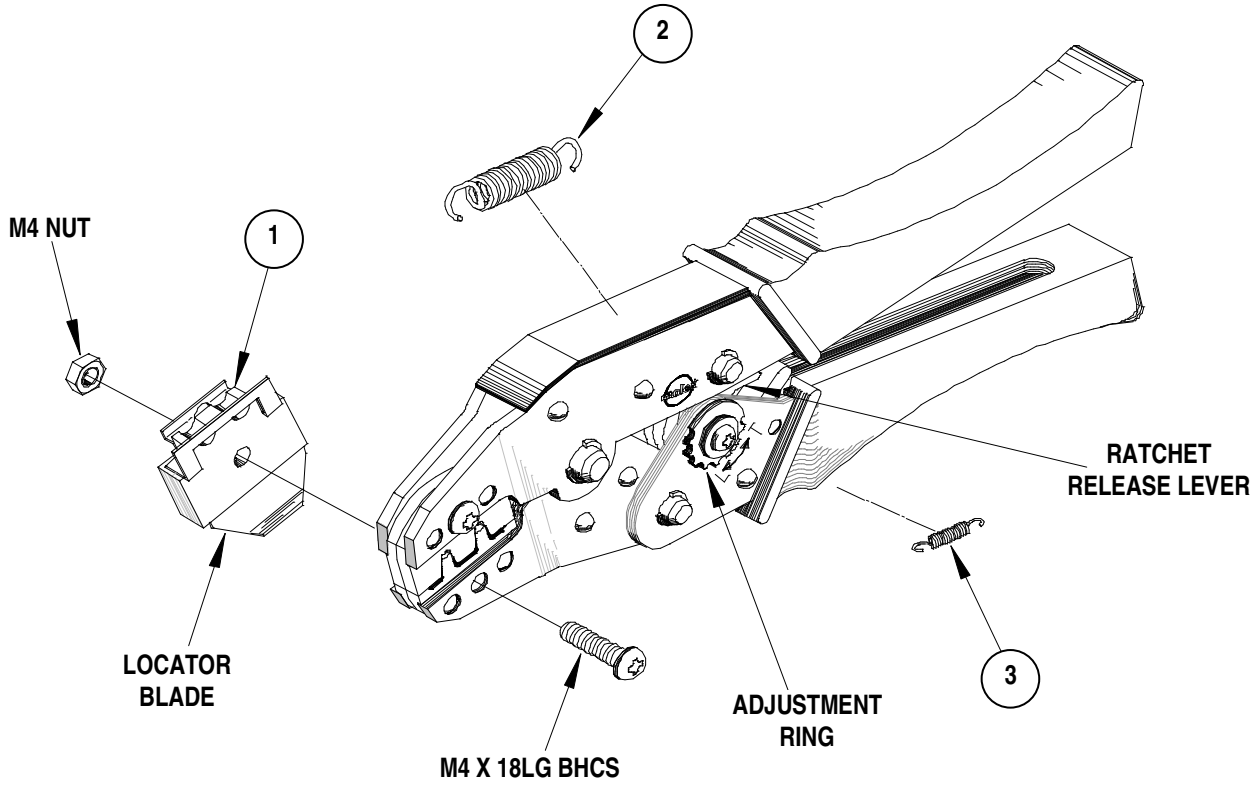

Figure 4
4. Close the tool until the ratchet releases. See Figure 4.
Should this tool ever become stuck or jammed in a partially closed position, **Do Not** force the handles open or closed. The tool will open easily by lifting the ratchet release lever. See Figure 4.
How to Adjust Tool Crimp Force (See Figure 4)